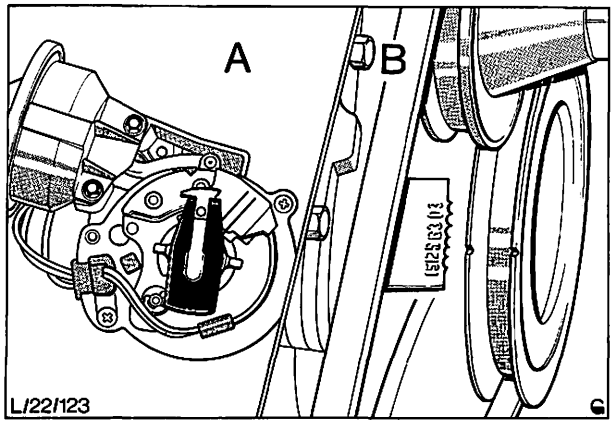

Abb. 43 Riemenscheibe der Kurbelwelle auf o.T., Zylinder Nr. 1
5. Riemenscheibe der Kurbelwelle auf 9° v. o.T. des 1. Zylinders drehen. Kurbelwelle von Hand drehen, bis der Verteilerläufer zum 1. Zylinder-Kontakt der Verteilerkappe zeigt und die 9°-Markierung an der Kurbelwellen-Riemenscheibe mit der Zündmarkierung übereinstimmt, Abb. 43.